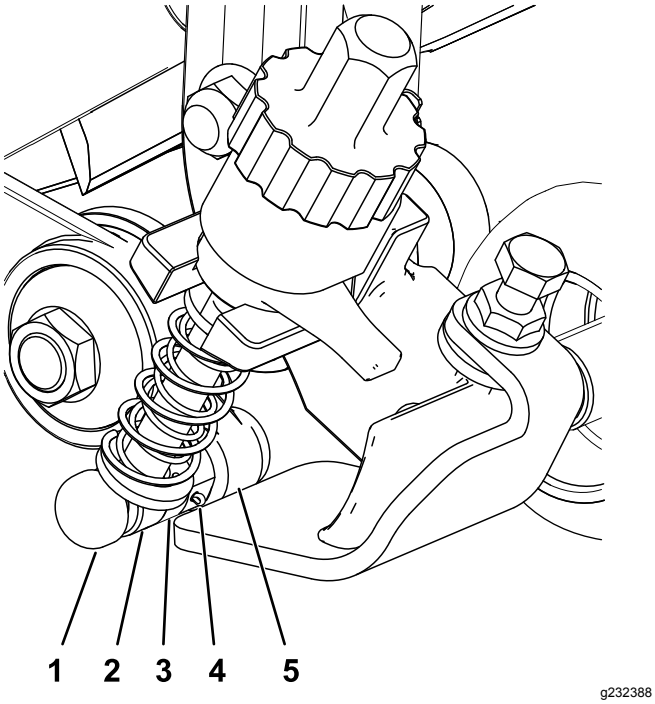

Rysunek 12
3. Po stronie zespołu jałowego ustaw pręt ramienia regulatora wspornika wysokości cięcia równo z kołnierzem regulatora w zespole jałowym i zamocuj go za pomocą sworznia regulatora i zawleczki (Rysunek 12).